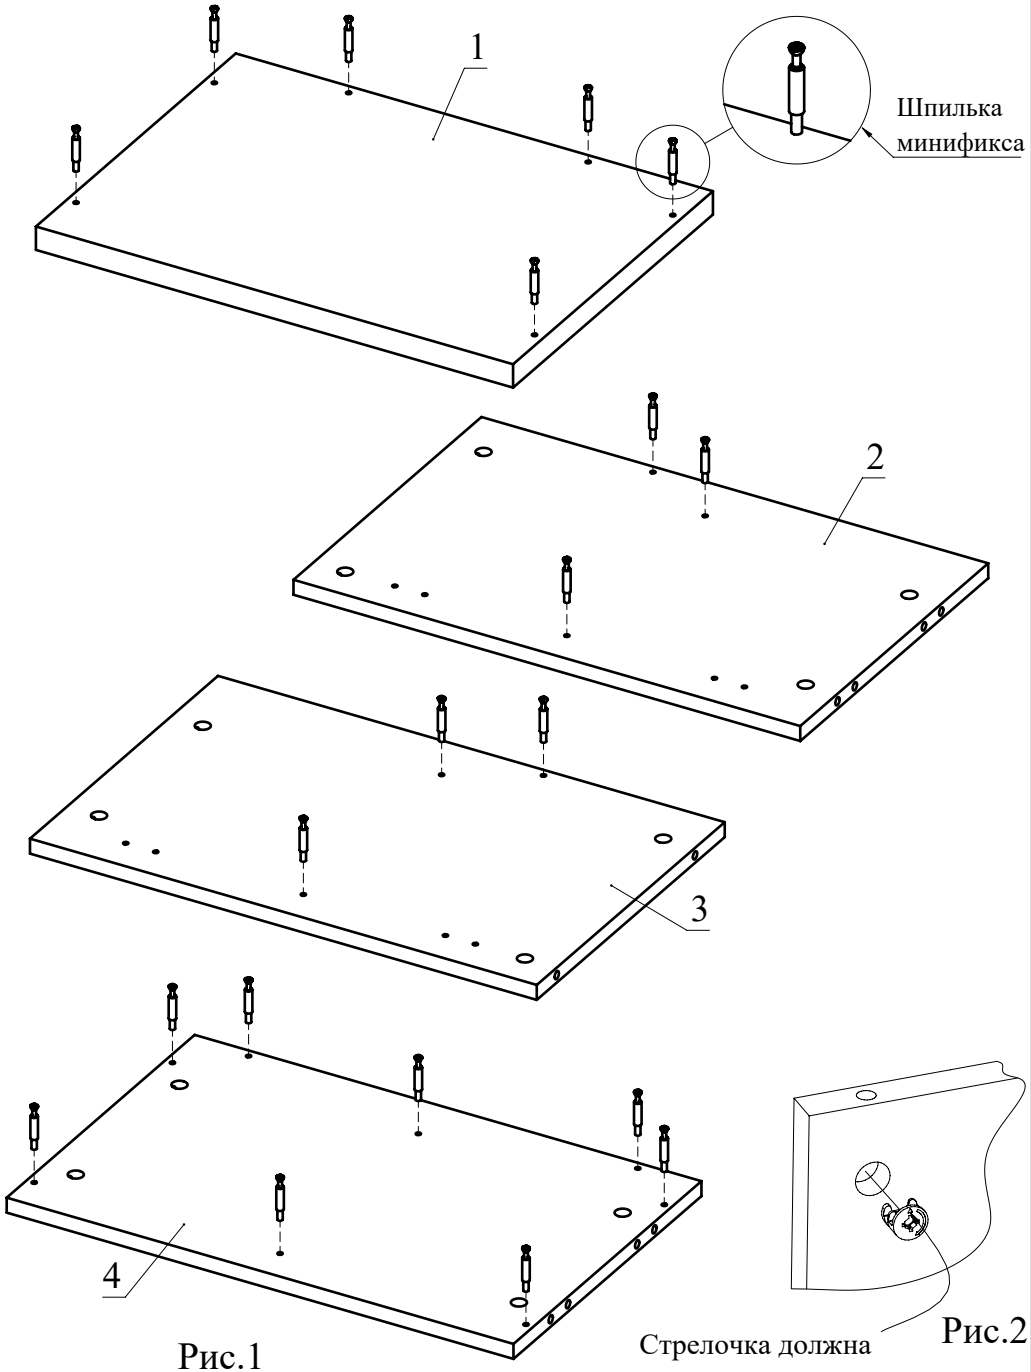

Рис.1
1. Вкрутите шпильки минификсов в детали 1, 2, 3, 4 (Рис. 1).